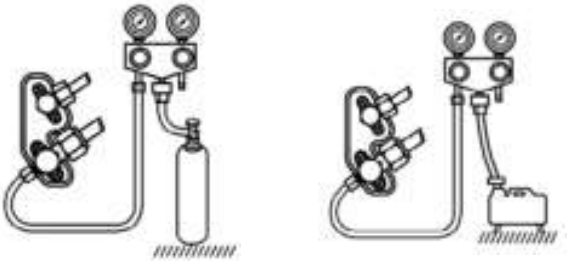

Рисунок 33 - Схема подключения коллектора к клапану внешнего блока
• Подключите манометрический коллектор и баллон с азотом к сервисному порту газового трубопровода внешнего блока (см. рисунок 33). Баллон должен быть подключен через понижающий редуктор. Не допускается использование сжатого воздуха по причине высокого содержания в нем влаги.